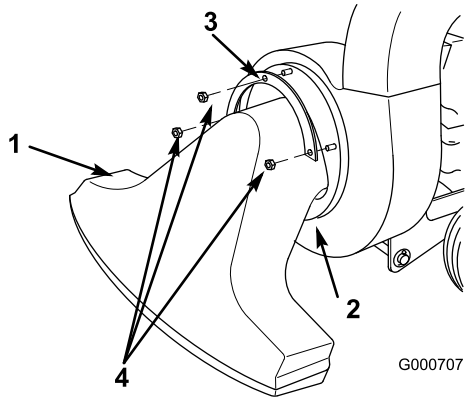

Figur 33
6. Ta bort det främre munstycket (Figur 33).
7. Dra av uppsamlaren från utkastaren och ta bort utkastaren (Figur 33).